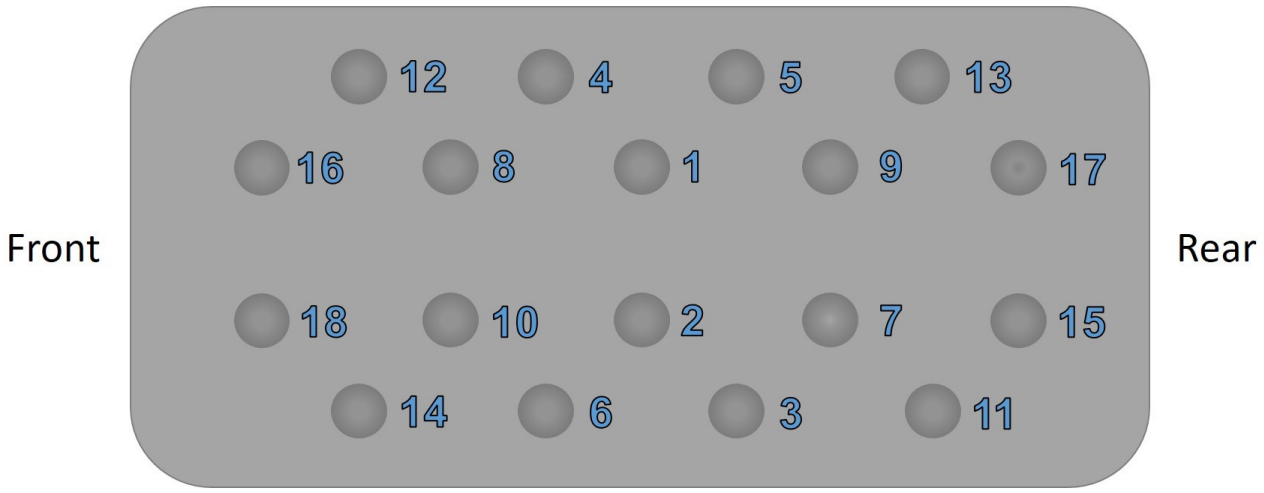

Figure 31: Cylinder Head Tightening Sequence
- Tighten all the cylinder head bolts to 30Nm following the sequence shown in **Figure 31**.
- Tighten all the cylinder head bolts to 50Nm following the sequence shown in **Figure 31**.
- Turn all the cylinder head bolts 60° clockwise following the sequence shown in **Figure 31**.
- Turn all the cylinder head bolts a further 60° clockwise following the sequence shown in **Figure 31**.